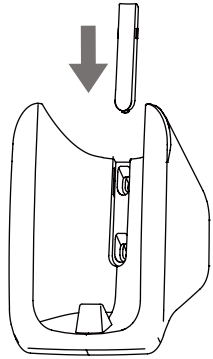

Рисунок 2.4
2) Вставьте заглушку для винтов в скобу поверх винтов (см. Рисунок 2.4);